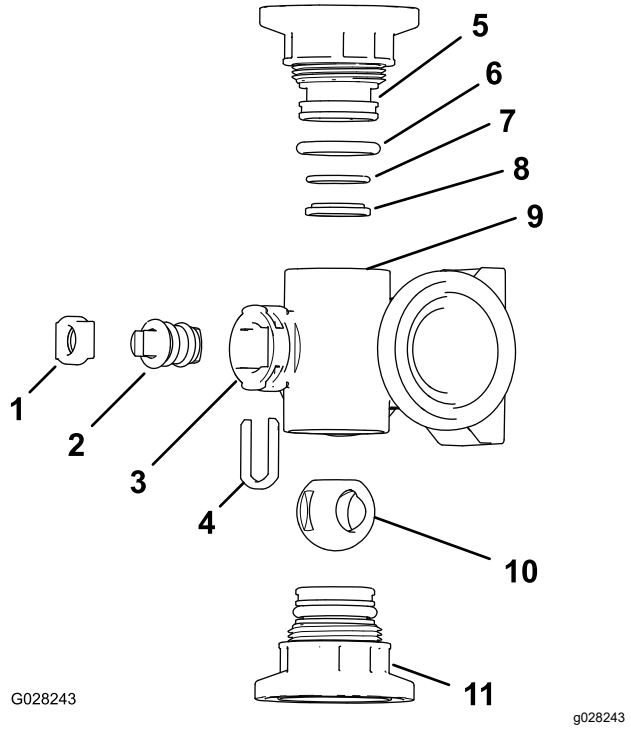
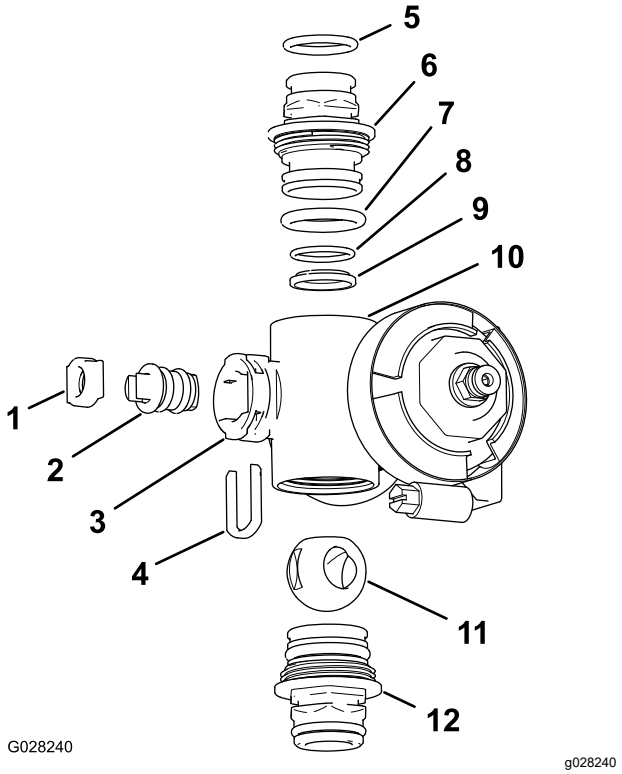

Figur 77
Figur 78
2. Ta bort ändkåpans två fästen från respektive ände av grenrörshuset (Figur 77 och Figur 78).
4. Ta bort ventilskafthållaren från hålen i grenrörets skaftport (Figur 77 och Figur 78).
5. Ta bort ventilskafthållaren och ventilskaftets säte från grenröret (Figur 77 och Figur 78).
6. Ta bort ventilskaftenheten inuti grenrörshuset (Figur 77 och Figur 78).
1. Kontrollera att utloppskopplingens o-ringar (endast sektionsventilens grenrör), ändkåpans o-ringar, bakre sätets o-ringar och kullagret inte är skadade eller slitna (Figur 77 och Figur 78).
2. Stryk på silikonfett på ventilskaftet och montera det i ventilskaftsätet (Figur 77 och Figur 78).
3. Montera ventilskaftet och sätet på grenröret och fäst dem med ventilskafthållaren (Figur 77 och Figur 78).
4. Kontrollera att bakre sätets O-ring och kullagret är inriktade och sitter ordentligt i ändkåpans fäste (Figur 77 och Figur 78)
5. Montera ändkåpans fästenhet på grenrörshuset tills flänsen på ändkåpans fäste vidrör grenrörshuset (Figur 77 och Figur 78), och vrid sedan ändkåpans fäste ytterligare ett åttondels till ett kvarts varv.